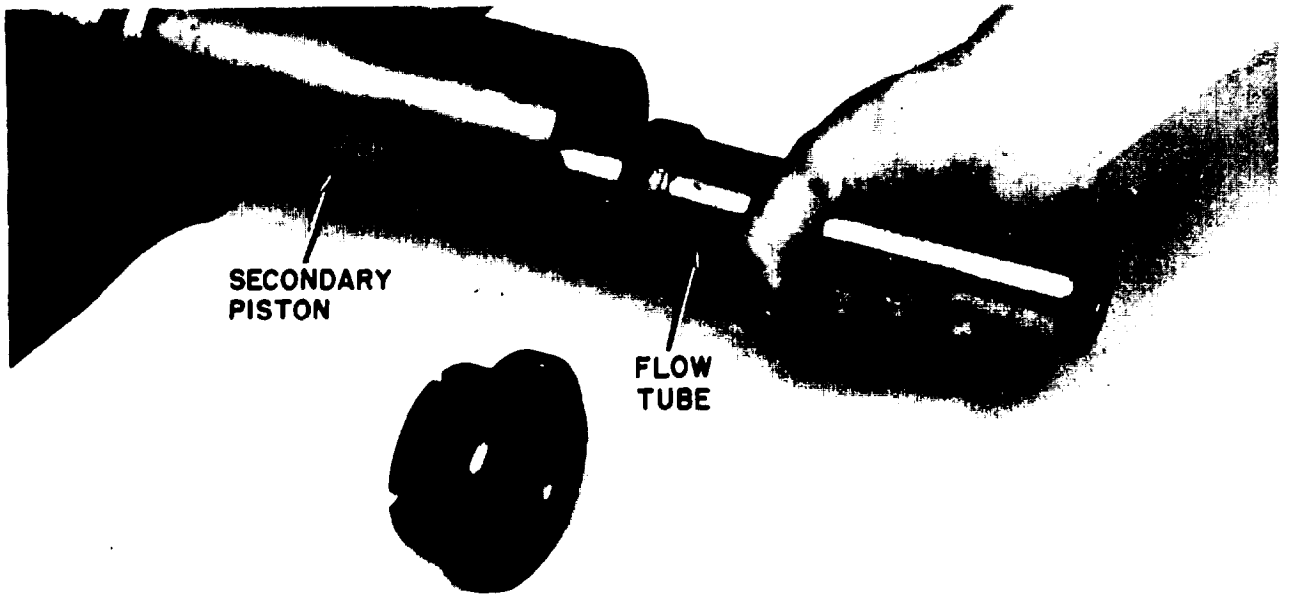

Figure 5-152. Flow Tube Removal
1. After end cap is removed, remove the flow tube as shown in figure 5-152.